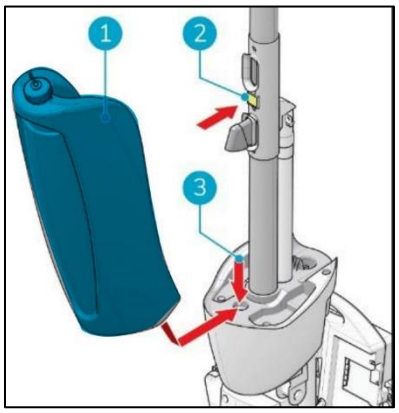

Abbildung 31.
14. Setzen Sie den Boden des Auffangbehälters (Abbildung 31, Pos. 1 und Pos. 3) auf die Vorderseite des i-mop® XL
15. Drücken Sie die Oberseite des Tanks in die richtige Position, bis Sie ein "Klick"-Geräusch hören. Der Magnet (Abbildung 31, Pos. 2) verriegelt den Rückgewinnungsbehälter.